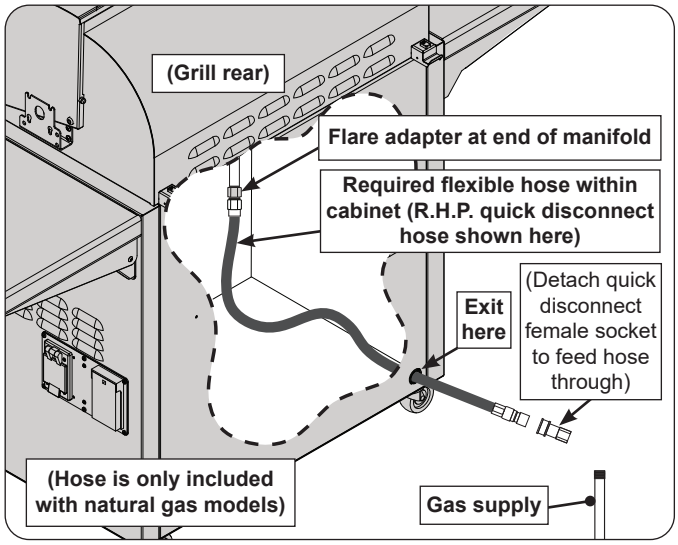

Fig. 23-1 Flexible hose assembly detail
2. **Household propane only:** A regulator hose assembly designed for L.P. cylinders comes pre-installed to the unit valve manifold. First remove this assembly from the flare adapter (at end of manifold), and then install a quick disconnect hose or similar (purchased separately) to the adapter. (An R.H.P. quick disconnect hose is recommended - see third bullet above.) Use a pipe joint compound resistant to all gasses on all NPT pipe fittings **except flare fittings**. Reference Fig. 23-1. Then proceed to step 3.
3. Route the quick disconnect hose (or similar) out of the hole in the rear bottom right of the cabinet, and to the gas supply (see Fig. 23-1).